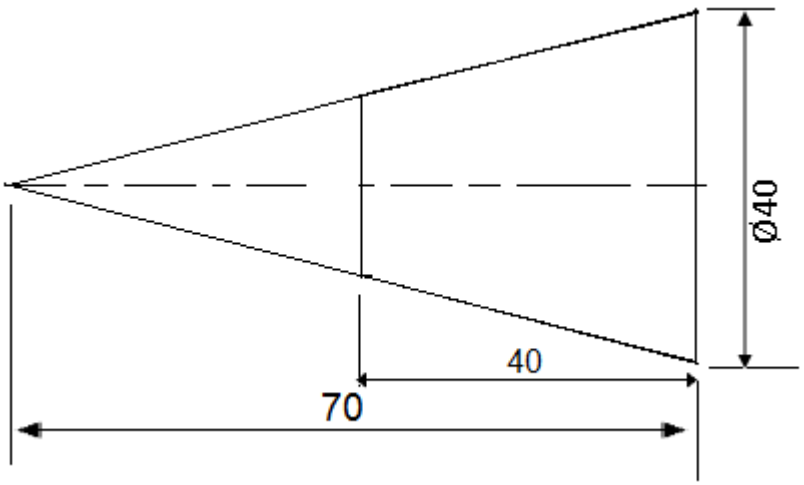

FIGURE 1
3.1 FIGURE 1 shows a right cone.